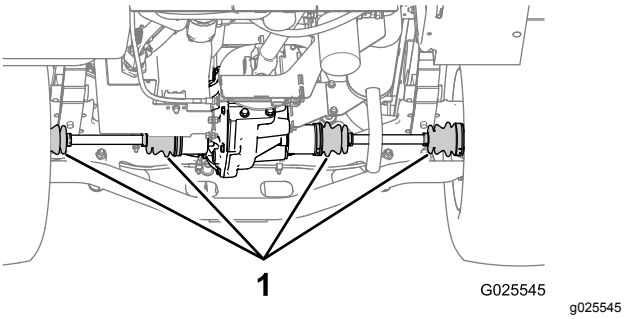

Figur 66
2. Kontroller de homokinetiske leddene på bakakslene for skade og smøremiddellekkasje (Figur 66).